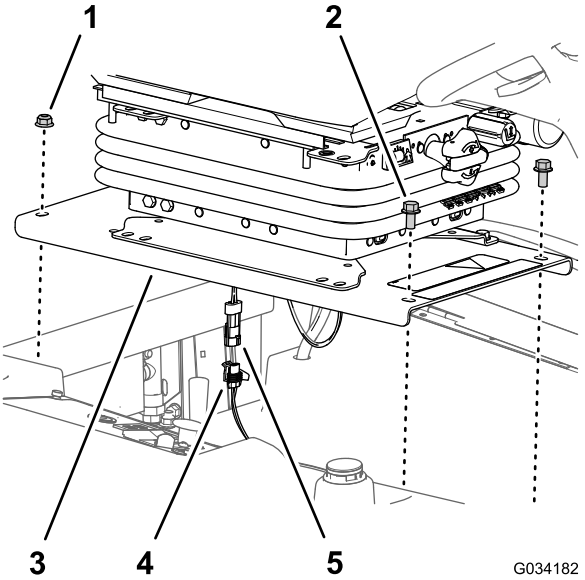

**Figur 38**
1. Ta bort de två flänsskruvarna (3/8 x 3/4 tum) som håller fast fronten på sätesplattan på maskinchassit (Figur 38).
2. Ta bort de två flänslåsmuttrarna (3/8 tum) som håller fast bakdelen på sätesplattan på maskinchassit (Figur 38).
4. Dra ut kontakten med två uttag för brytarkablaget för förarnärvaro från kontakten med två uttag för maskinens kablage (Figur 38).
2. Anslut kontakten med två uttag för brytarkablaget för förarnärvaro till kontakten med två uttag för maskinens kablage. Se Figur 38 i Ta bort sätet och sätesplattan. (sida 37).
3. Rikta in de bakre hålen på sätesplattan (Figur 38 i Ta bort sätet och sätesplattan. (sida 37)) med de två vagnsbultarna (3/8 x 1 tum) i kylarkanalen.
4. Montera sätesplattan (Figur 38) på vagnsbultarna med de två flänslåsmuttrarna (3/8 tum) som du tog bort i steg 2 av Ta bort sätet och sätesplattan. (sida 37).
5. Rikta in de främre hålen på sätesplattan (Figur 38) med gängorna på tankstängerna.
6. Montera sätesplattan (Figur 38) på tankstängerna med de två flänsskruvarna (3/8 x 3/4 tum) som du tog bort i steg 1 av Ta bort sätet och sätesplattan. (sida 37).